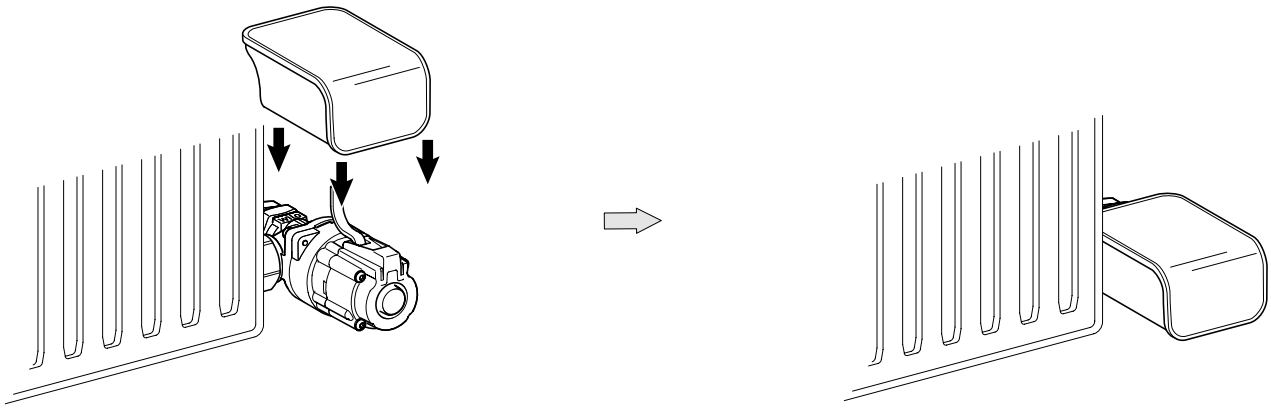

Fig. 18-4: Geniax Design Abdeckung MC für Pumpe/Adapter Set Eck/Winkel (Rücklaufadapter)
- Das Geniax Design Abdeckung MC für Pumpe/Adapter Set Eck bzw. Winkel gemäß Fig. 18-4 auf den jeweiligen Rücklaufadapter aufstecken.